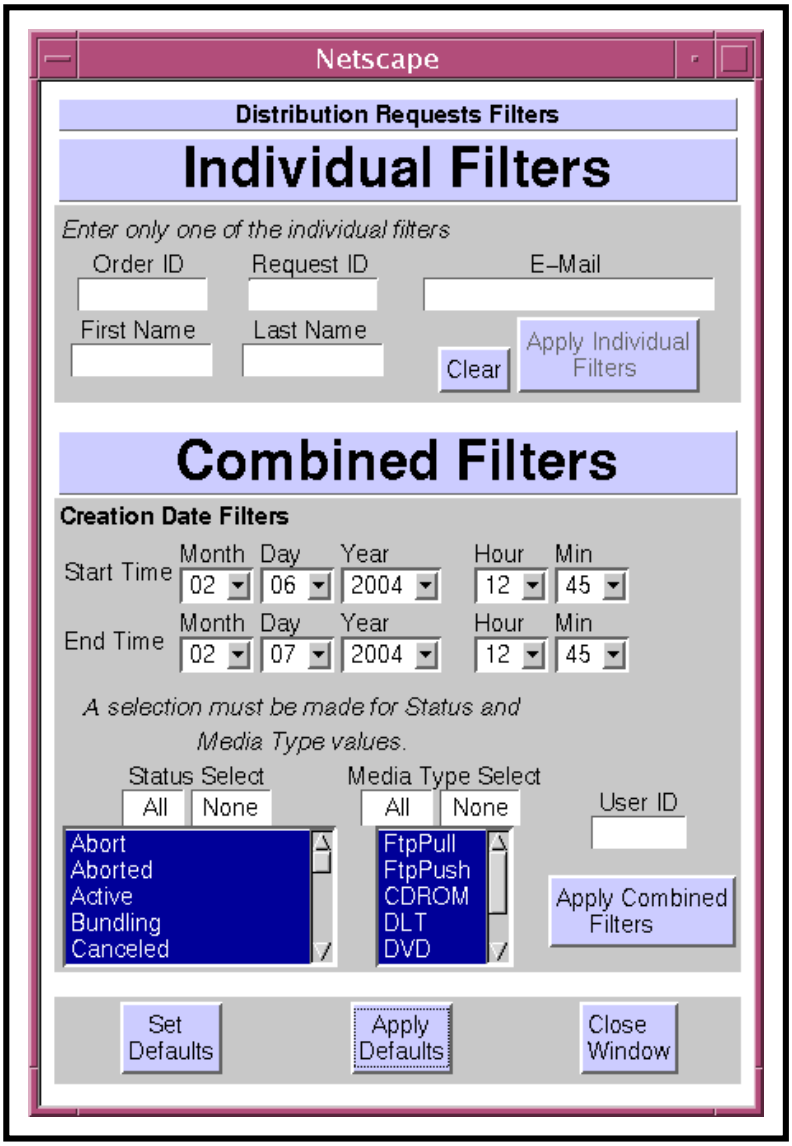

Figure 35. Distribution Requests Filters Pop-Up Window
- A **Distribution Requests Filters** pop-up window (Figure 35) is displayed.